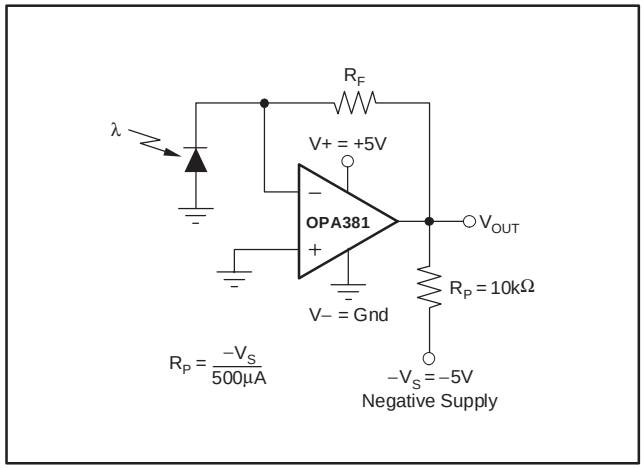

Figure 3. Amplifier with Pull-Down Resistor to Achieve V_{OUT} = 0V
(1) High temperature operating life characterization of zero-drift op amps applying the techniques used in the OPA381 have repeatedly demonstrated randomly distributed variation approximately equal to measurement repeatability of 1µV. This consistency gives confidence in the stability and repeatability of these zero-drift techniques.
(2) Tested with output connected only to R_P, a pulldown resistor connected between V_{OUT} and −5V, as shown in Figure 3. See also ***Applications*** section, *Achieving Output Swing to Negative Rail.*
(3) Transimpedance frequency of 250kHz.
(4) Time required to return to linear operation.
(5) From positive rail.
The OPA381 performance results from an internal auto-zero amplifier combined with a high-speed amplifier. The OPA381 has been designed with circuitry to improve overload recovery and settling time over that achieved by a traditional composite approach. It has been specifically designed and characterized to accommodate circuit options to allow 0V output operation (see Figure 3).
The output of the OPA381 can be made to swing to 0V, or slightly below, on a single-supply power source. This extended output swing requires the use of another resistor and an additional negative power supply. A pulldown resistor may be connected between the output and the negative supply to pull the output down to 0V; see Figure 3.